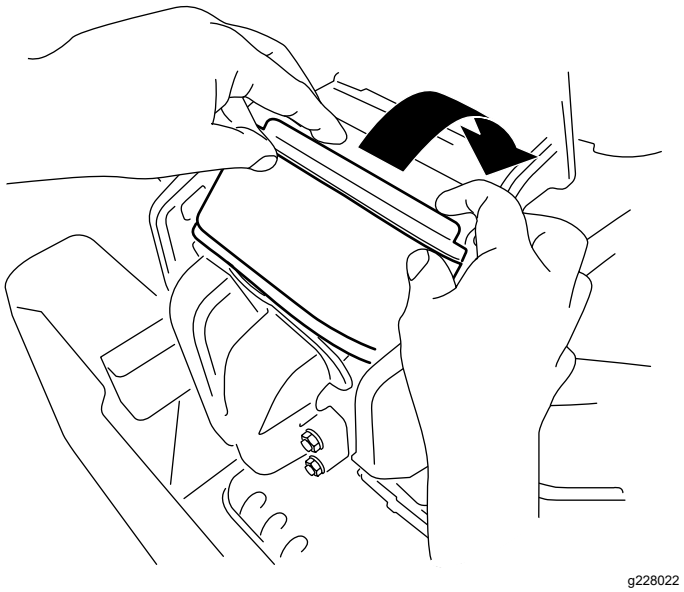

Figuur 38
3. Kantel het filter omlaag in de kamer en druk het tegen het verdeelstuk aan (Figuur 38).